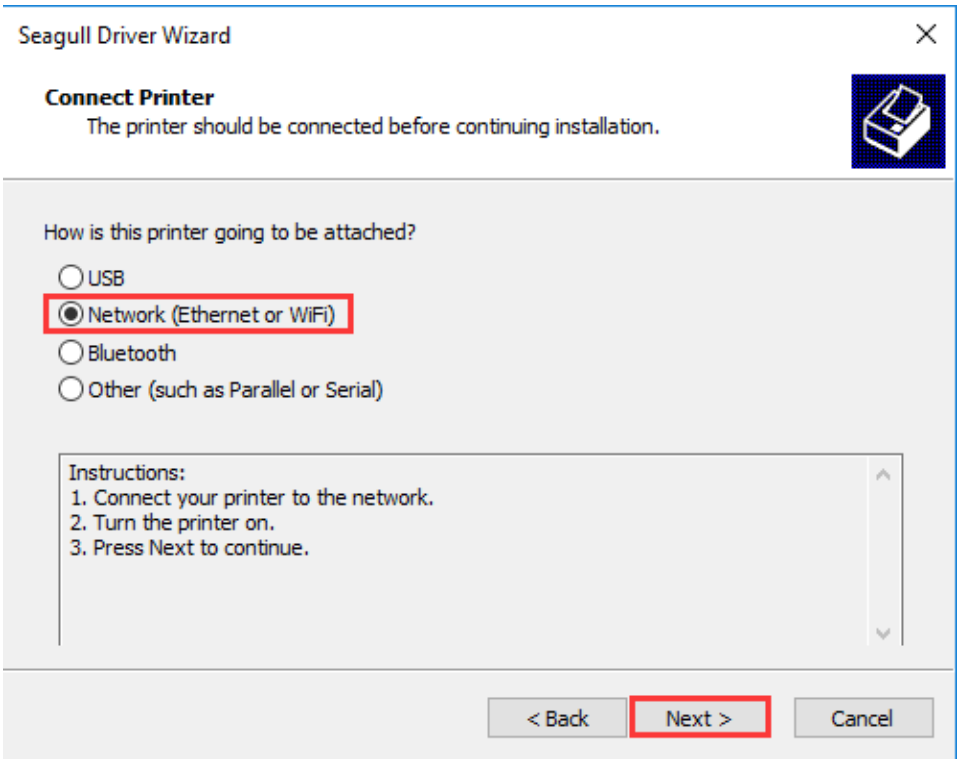

Figure 2-29 Connect Printer Screen
3. On the "Connect Printer" screen, select "Network (Ethernet or WiFi)", and then click "Next", as shown in Figure 2-29.